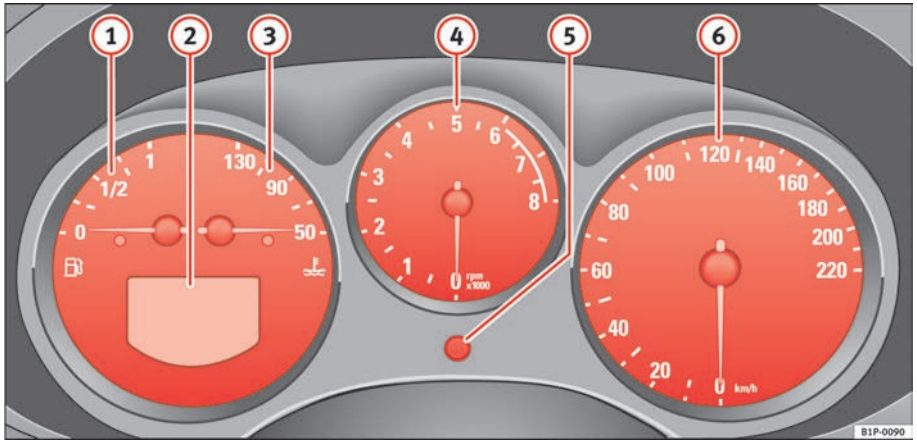

Fig. 33 Detailed view of dash panel instrument panel
The start of the red zone on the dial ⇒ page 56, fig. 33 (4) indicates the maximum engine speed which may be used briefly when the engine is warm and after it has been run in properly. However, it is advisable to change up a gear or move the selector lever to D (or lift your foot off the accelerator) before the needle reaches the red zone.
– Turn the setting knob ⇒ page 56, fig. 33 (5) anti-clockwise to the stop to set the hour. If the knob is turned briefly anti-clockwise the clock will advance one hour further.
The right-hand counter registers the short journeys. The last digit indicates steps of 100 metres. The trip recorder counter may be reset by the reset button ⇒ page 56, fig. 33 (5).